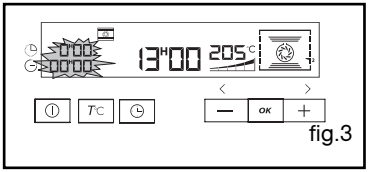

fig.3
- l'indicateur de durée de cuisson et 0:00 clignotent (fig.3).